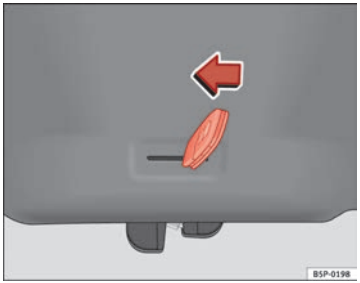

Fig. 50 Rear lid: emergency open
– Insert the key in the groove and unlock the locking system, turning the key from right to left, as shown by the arrow ⇒ Fig. 50.